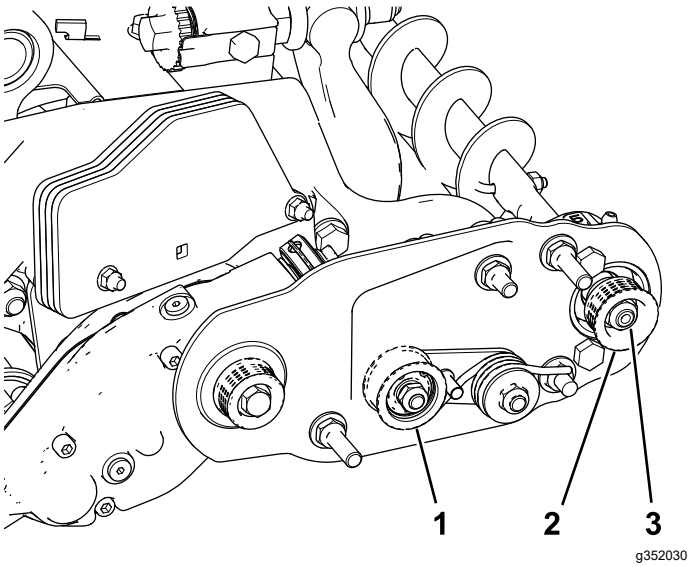
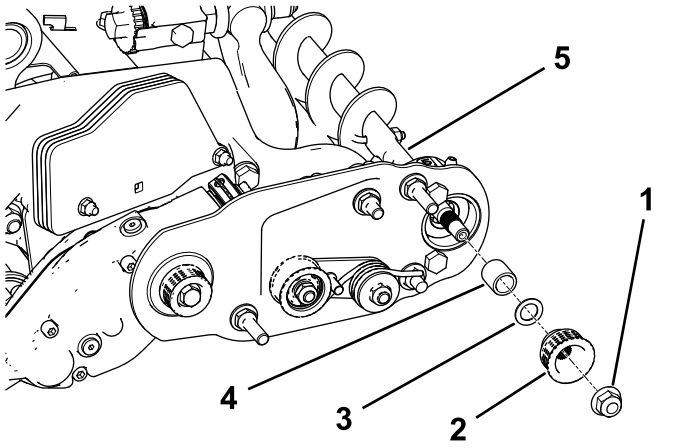

Figura 24
Figura 25
Nota: A polia acionada (no eixo da escova do rolo) pode-se movimentar para dentro ou para fora (Figura 24).
2. Rodando o cilindro, que por sua vez roda a polia da transmissão, levante a correia da polia da transmissão (Figura 24).
3. Retire a porca de retenção de 5/16 pol. que fixa a polia acionada ao eixo da escova (Figura 24 ou Figura 25).
4. Retire a polia acionada do veio (Figura 25).
5. Se a polia necessitar de sair mais, adicione uma anilha de 0,8 mm de espessura (Figura 25).